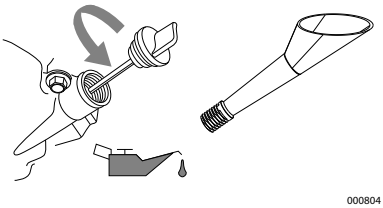

Figure 2-7. Remove Dipstick
3. Remove oil fill cap and wipe dipstick clean. See *Figure 2-7*.